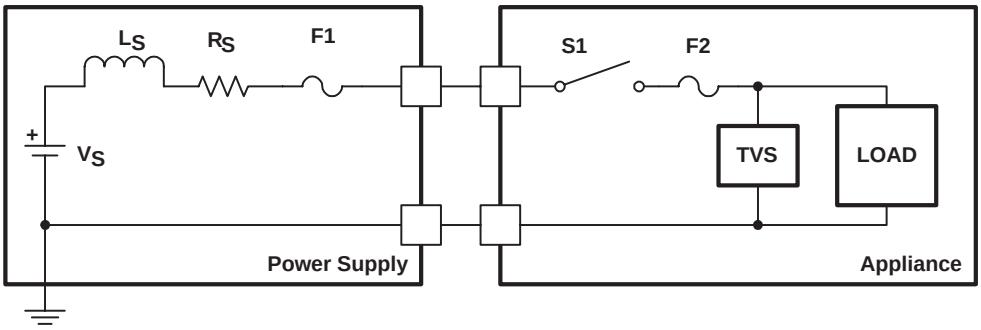

Figure 2. Load Protection Using Transient Voltage Suppressor Clamps
- Power switch contact bounce (causes power supply/distribution inductive kick), (See Figure 2)
Many electronic appliances use a transient voltage suppressor (TVS) for overvoltage protection as shown in Figure 2. The TVS is typically a metal-oxide varister (MOV) or Transzorb. The former is a non-linear resistor with a soft turn-on characteristic whereas the latter is a large junction zener diode with a very sharp turn-on characteristic. These devices have high pulse-power capability and pico-second response time. A TVS clamps the load voltage to a safe level so the load operates uninterrupted in the presence of power supply output-voltage spikes. But in the event of a voltage surge, fuse F2 blows and must be replaced to restore operation.